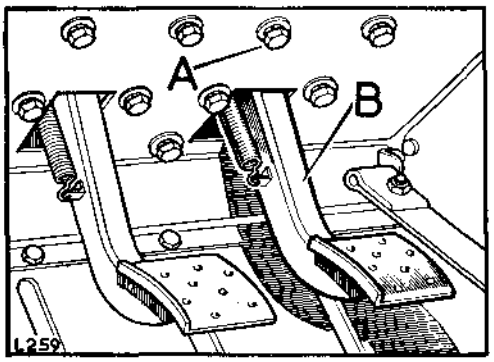

**Fig. H1-29. Fixings for brake pedal bracket**
6. Carefully locate the brake pedal and bracket assembly in position on the toe box, manoeuvring the pedal through the aperture in the toe box, and secure in position. See Fig. H1-29.